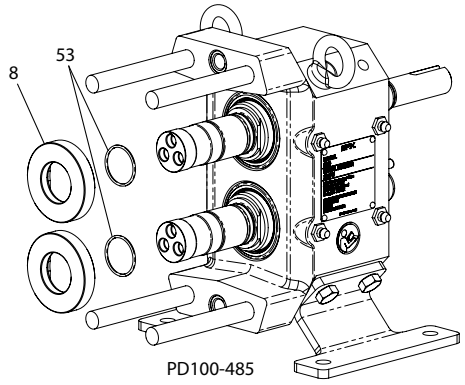

Afbeelding 34 - De afdichtingszittingen verwijderen
1. Verwijder de zittingen (Afbeelding 34, item 8) van de assen. Zorg dat de zittingen of assen niet worden beschadigd.
2. Verwijder en controleer de O-ringen (item 53).